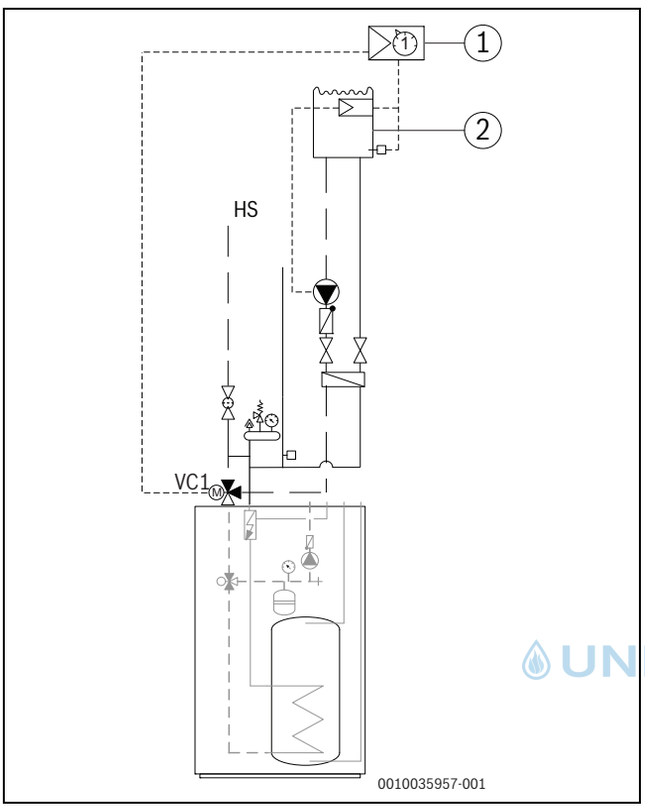

Bild 22 Installation des Pools
- Pool-Mischer im Rücklauf zur Inneneinheit montieren (→[VC1] Abb. 22).